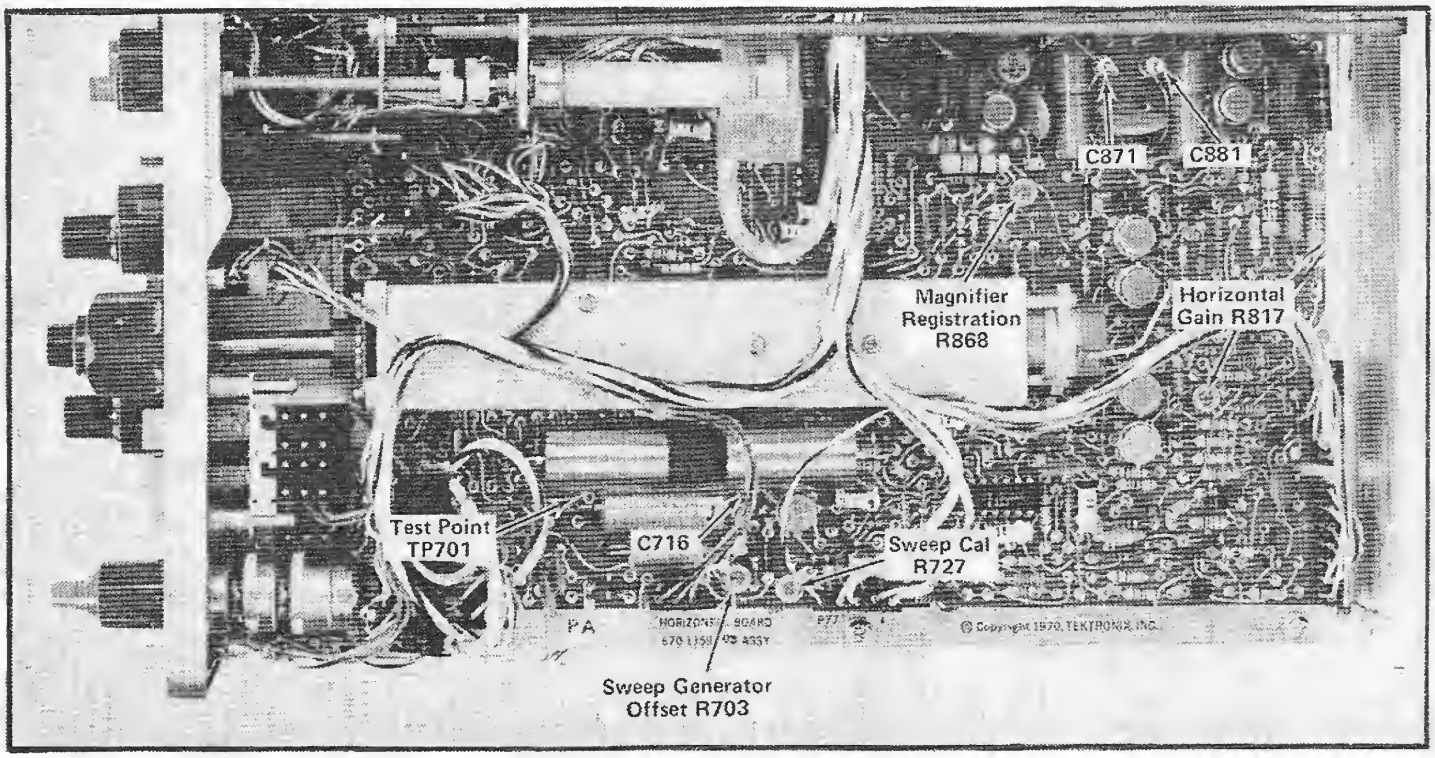

Fig. 5-12. Location of horizontal system adjustments and test points.
b. Connect the tip of the 1X probe to TP701 (see Fig. 5-12).
f. ADJUST–Sweep Generator Offset adjustment R703 (see Fig. 5-12) to center the test oscilloscope display around the 0 V DC reference level.
f. ADJUST–Sweep Cal adjustment R727 (see Fig. 5-12) for a sweep duration of 11 milliseconds.
c. ADJUST–Horizontal Gain adjustment R817 (see Fig. 5-12) for one one-millisecond time mark per division.
f. ADJUST–Magnifier Registration adjustment R868 (see Fig. 5-12) to align the middle time mark with the center vertical graticule line.
d. ADJUST–C716 (see Fig. 5-12) for two time marks per division.
h. ADJUST–C871 and C881 (see Fig. 5-12) for best timing and linearity excluding the first and last two divisions of the magnified sweep.
k. ADJUST–C871 and C881 (see Fig. 5-12) as necessary for the best compromise of timing and linearity between 1 μs with 50X magnification and .2 μs with 10X magnification.